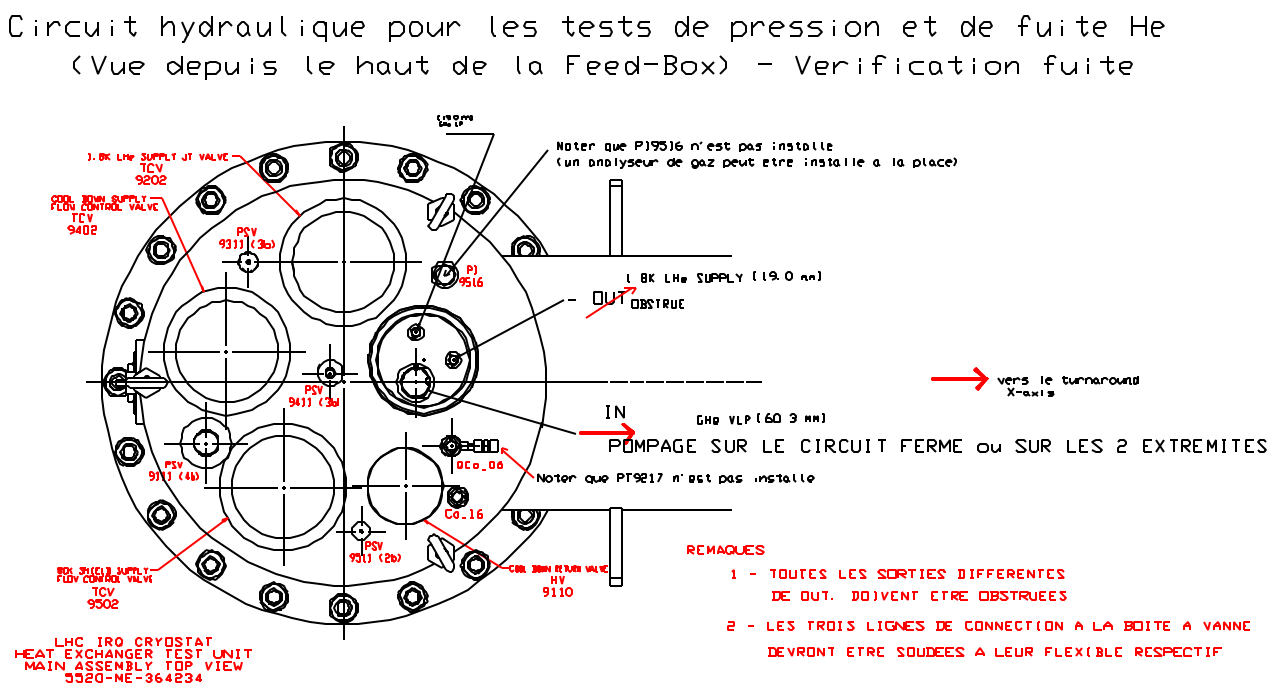

Figure1
4. Toutes les extremites des tubes de la FB sont obstruees a l'exception de celle du tube d'alimentation en helium liquide (voir figure 1 OUT.).
6. Pomper sur l'extremite du tube de retour en helium gaz (voir figure 1: entrée IN). Si la conductance due au diametre etre trop petite, il sera surement possible de pomper sur les deux extremites.